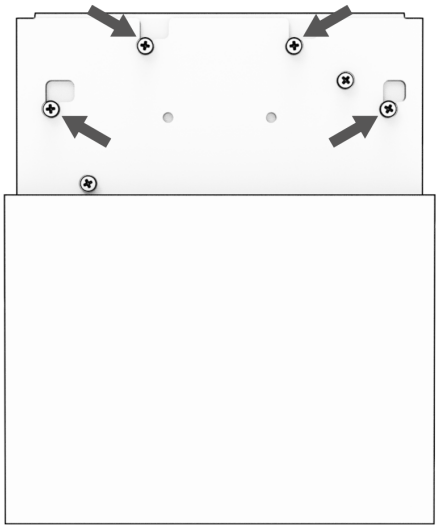

Рис.3
2. Ослабьте винты крепления подложки светильника к подвесу (но не выкручивайте их до конца), освободите подвес, как показано на рис. 3;